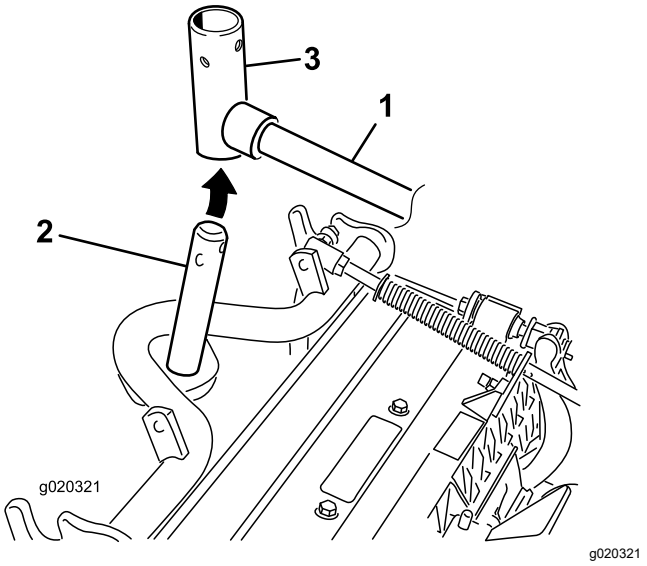

**Figur 7**
9. Vid montering av de främre klippenheterna ska en klippenhet skjutas in under lyftarmen samtidigt som bärramens axel förs upp och in i lyftarmens svängok (Figur 7).
B. Sätt i lyftarmens ok i bärramens axel (Figur 7).